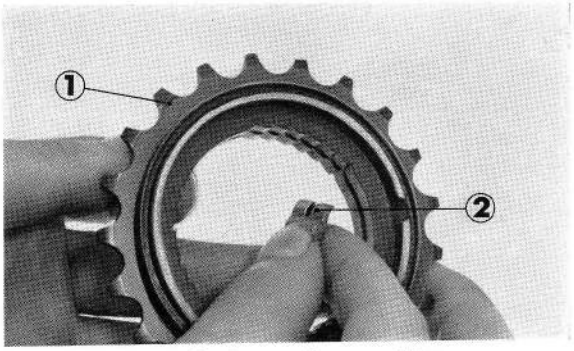

**Figure 4-20 : ① pignon de roue libre**
1. Examiner l'usure de la denture interne du pignon de roue libre (figure 4-20).